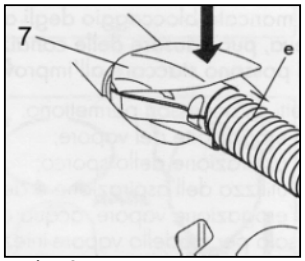

Fig. 8
- Flip the accessory socket door (7) wide open and fit the quick connection of the hose (E) to the socket on the front of the appliance. Press the connection in as far as it will go.
- Close the accessory socket door (7) so that is rests on the body of the quick connection and check that the two elements are properly engaged. Fig. 8